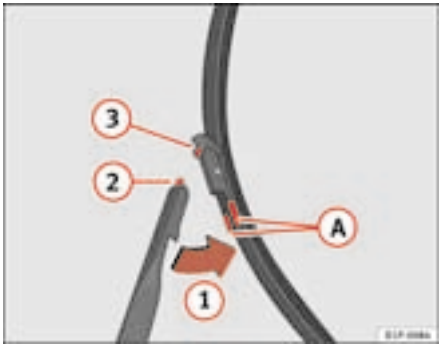

Fig. 145 Changing the front wiper blades
– Press on the side tabs (A) and release the blade moving it in the direction of the arrow (1) ⇒ fig. 145.
– Insert the tab (2) into the slot (3) of the blade ⇒ fig. 145.
– Move the blade towards the arm in the opposite direction of the arrow (1),until it clicks into position ⇒ fig. 145.